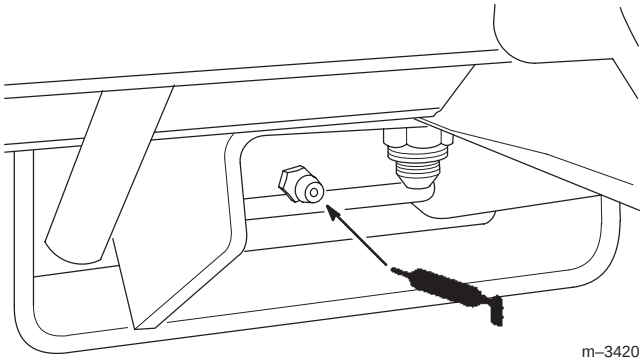

Bild 34
6. Fetten Sie den Nippel am Bremspedal ein (Bild 34).